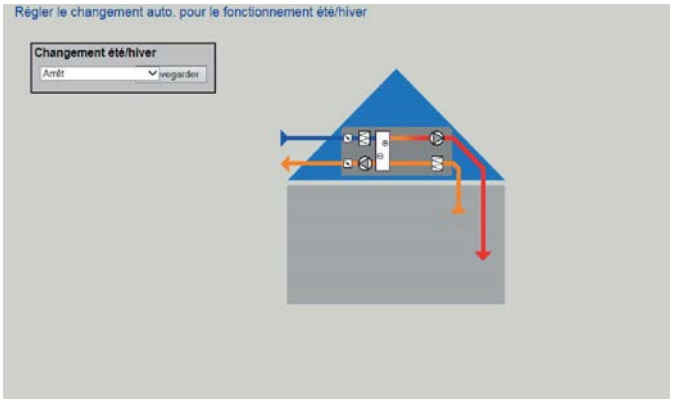

Fig. 36: Changement été/hiver
2. ▸ Sélectionner le type de régulation souhaité dans le menu déroulant (Voir la Fig. 36/1).